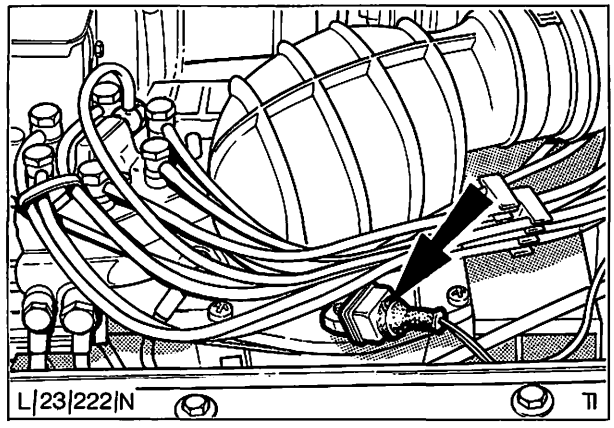

Abb. 52 Stecker Sicherheitsschalter – Stauscheibe anschließen
a) Stecker am Sicherheitsschalter – Stauscheibe einstecken, Abb. 52.
a) Stecker vom Sicherheitsschalter – Stauscheibe, Abb. 52, abziehen und Zündung einschalten. Die Kraftstoffpumpe sollte jetzt fördern.